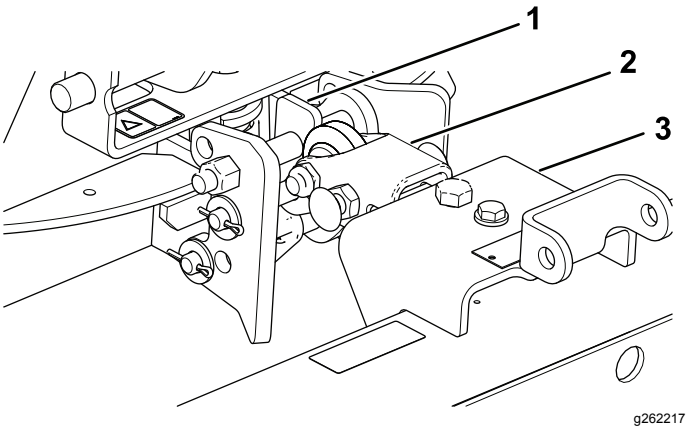

Figur 14
1. Montera dragkroksenheten så att den flata sidan hamnar uppåt (Figur 14).
2. Montera dragstången på undersidan av hållaren (Figur 14).